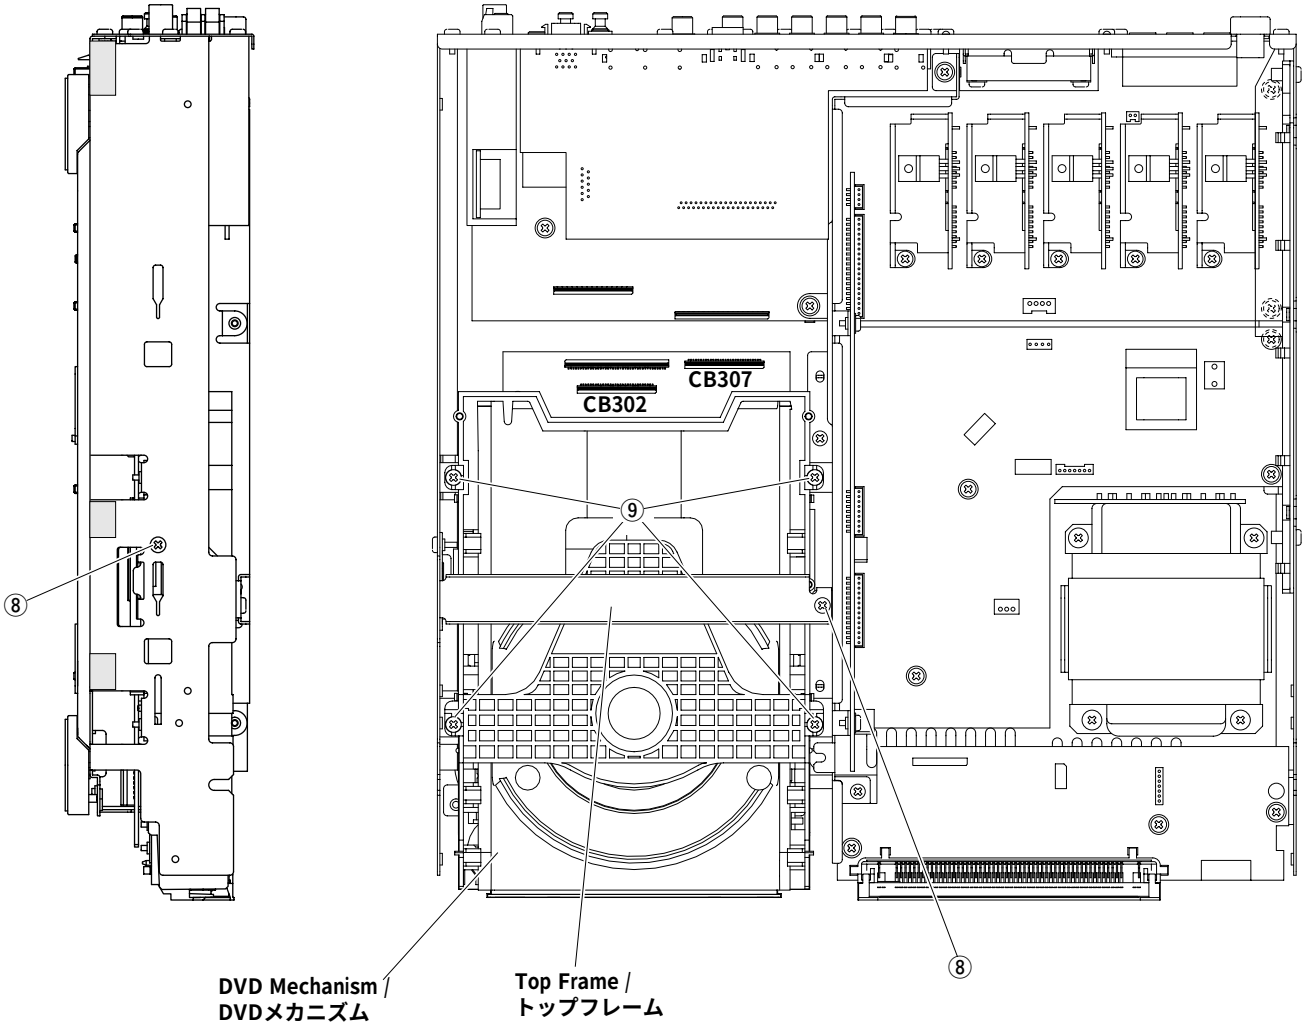

Fig. 5
a. Remove 2 screws (⑧) and then remove the Top Frame in Fig. 5.
b. Remove 4 screws (⑨) and then remove the DVD Mechanism in Fig. 5.
c. Disconnect the connectors CB302 and CB307 in Fig. 5.
a. ⑧のネジ2本を外し、トップフレームを外します。(Fig. 5)
b. ⑨のネジ4本を外し、DVDメカニズムを外します。(Fig. 5)
c. コネクターCB302、CB307を外します。(Fig. 5)